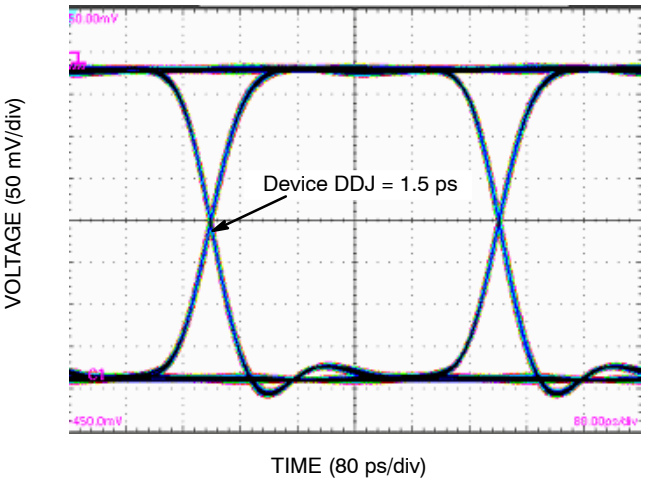

Figure 7. Typical Output Waveform at 2.488 Gb/s with PRBS $2^{23}-1$ (V_{INPP} = 75 mV; Input Signal DDJ = 12 ps)
5. Additive peak-to-peak data dependent jitter with NRZ input data signal, PRBS 2^{23}–1 and K28.7 pattern. See Figures 7, 8, 9, 10, 11 and 12.